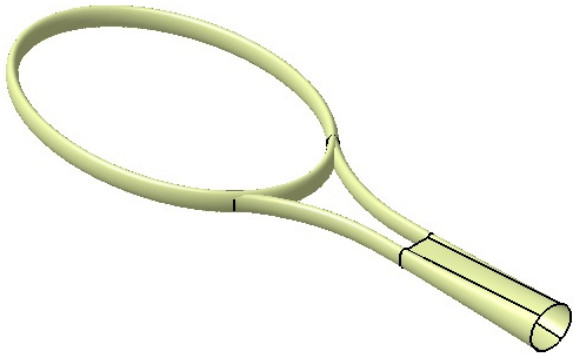

Figure 10-86 *The model after creating the multi-sections surface*
19. Choose the **OK** button from the **Multi-Sections Surface Definition** dialog box to create the multi-sections surface. Figure 10-86 shows the model after creating the multi-sections surface and hiding the sketches and the plane.